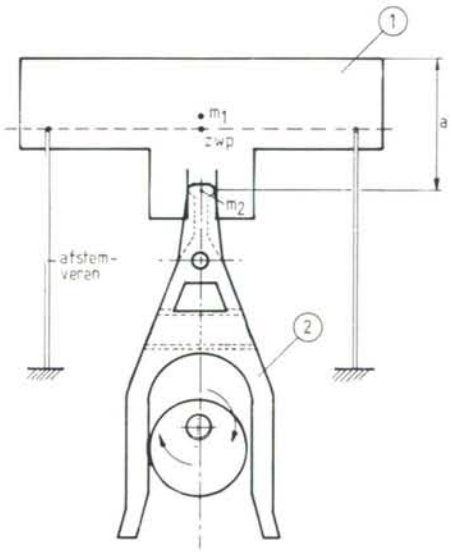
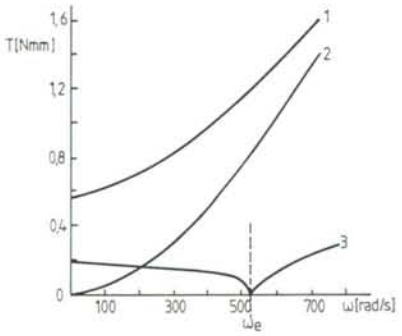

Figuur 191. [D.W. Bikker].
Figuur 192a. Berekende koppels in een afgestemd systeem.
Het in figuur 191 getoonde knipmechanisme maakt van dit principe gebruik.
In een bestaand mechanisme werden de messen met veerbelasting op elkaar gehouden. De kromme 1 in figuur 192a toont het berekende koppel als functie van de asfrequentie. De eerste modificatie was de messen met een beheerste snijspleet ten opzichte van elkaar te bewegen, waardoor de wrijving tussen de messen en in het mechanisme aanmerkelijk daalde: berekende kromme 2. Tenslotte werd het *bewegende mes plus gereduceerde massa* van het mechanisme, samen met de afstemveren (figuur 191) gebracht op een eigenfrequentie gelijk aan de toekomstige bedrijfsfrequentie.
Om de belasting op de mesgeleiding te minimaliseren en zo de wrijving verder te beperken dient men de afstemveren te laten aangrijpen zoals in figuur 191 is aangegeven. Dus op een lijn in de bewegingsrichting door het gemeenschappelijke zwaartepunt van $m_1$ en $m_2$, waarbij $m_1$ het zwaartepunt is van het mes en $m_2$ de in het aangegeven punt gereduceerde massa van de hefboom (2).